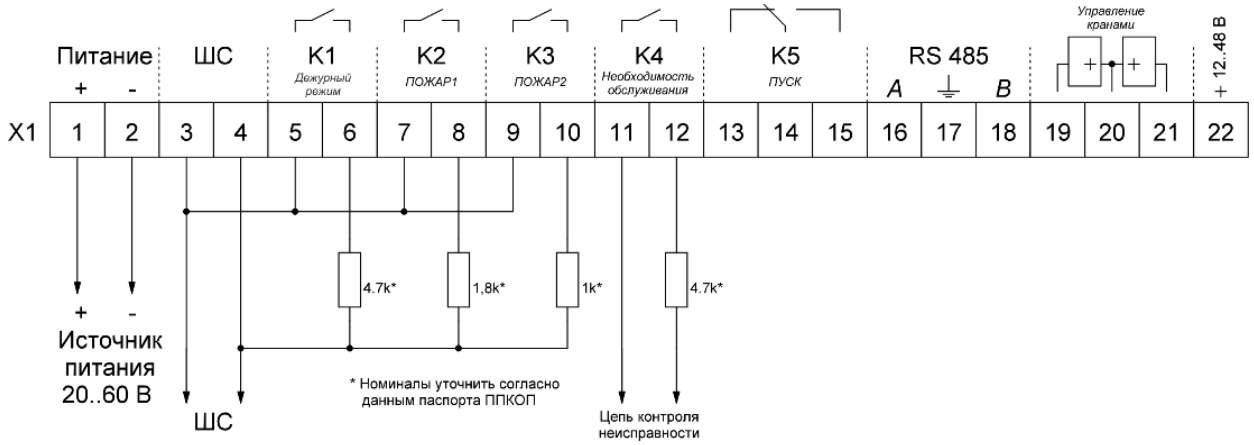

Рисунок 14 – Схема подключения с отдельным сигналом об обслуживании
19.1 Схема подключения ИПА к ПЦН с приоритетом сигналов о пожаре при уменьшении сопротивления ШС и формировании извещений «Пожар 1», «Пожар 2» (номиналы резисторов приведены для ПЦН типа ППКОП Сигнал-20П Smd, С2000-АСПТ с ШС1 тип 1 пожарный дымовой с определением двойной сработки) (рисунок 14).